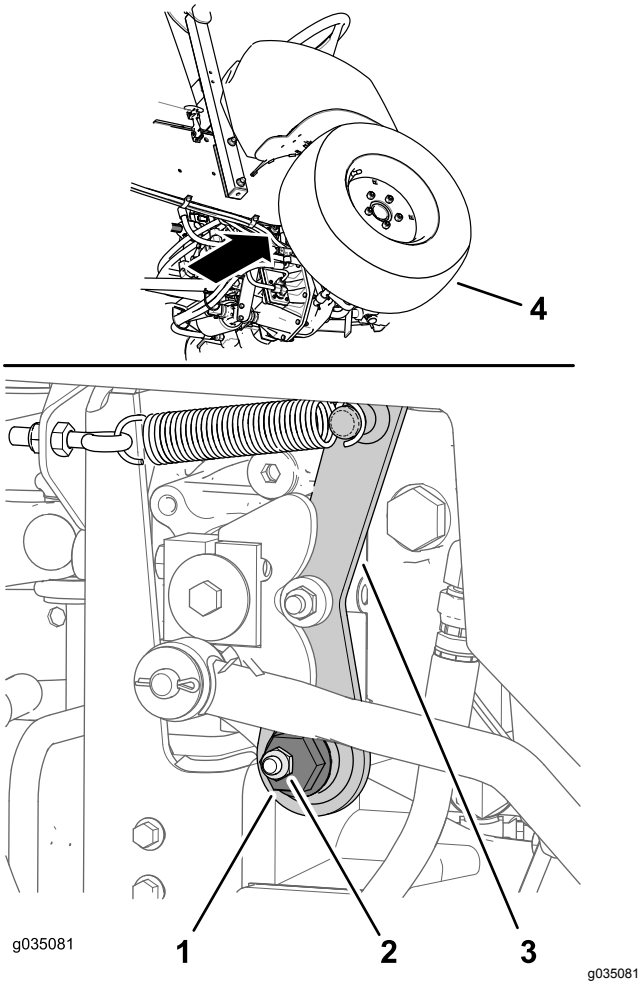

Figur 65
1. Find den excentriske sekskantskrue til højre på hydraulikpumpen og under kontrolkonsollen (Figur 65).
2. Løsn låsemøtrikken, indtil du kan bevæge den excentriske sekskantskrue (Figur 65).
4. Drej den excentriske sekskantskrue mod uret, indtil forhjulet begynder at dreje fremad. Drej derefter den excentriske sekskantskrue med uret, indtil forhjulet begynder at dreje bagud (Figur 65).